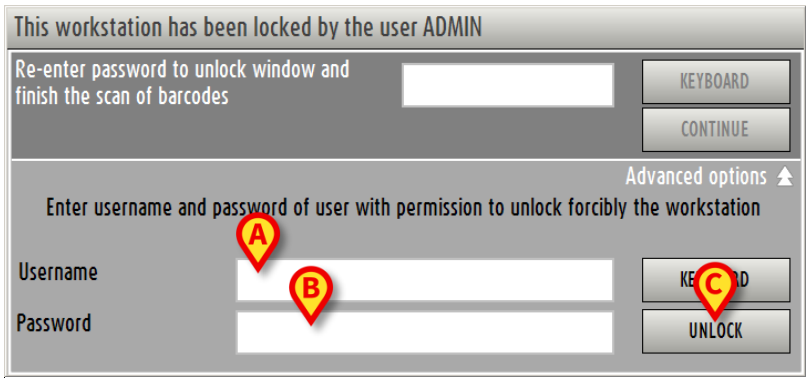

Fig 196 - Advanced options
The window changes in the following way (Fig 196).
- Insert the username of the new user in the “Username” field (Fig 196 **A**).
- Insert the password of the new user in the “Password” field (Fig 196 **B**).
- Click the **Unlock** button (Fig 196 **C**).